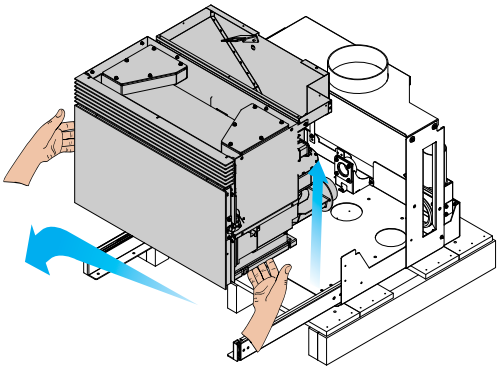

fig. 6.1.6
6) Lever la machine et la retirer des rails (Fig. 6.1.6) ;